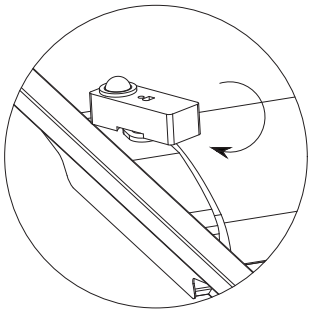
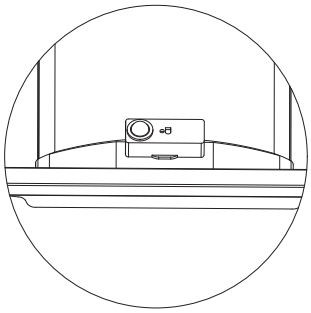

Fig. 6
Fig. 7
3. Secure the sensor by rotating it clockwise until it is locked (Fig. 6 & Fig. 7).
3. Fixer le détecteur en le tournant dans le sens des aiguilles d'une montre jusqu'à ce qu'il s'enclenche (Fig. 6 & Fig. 7).